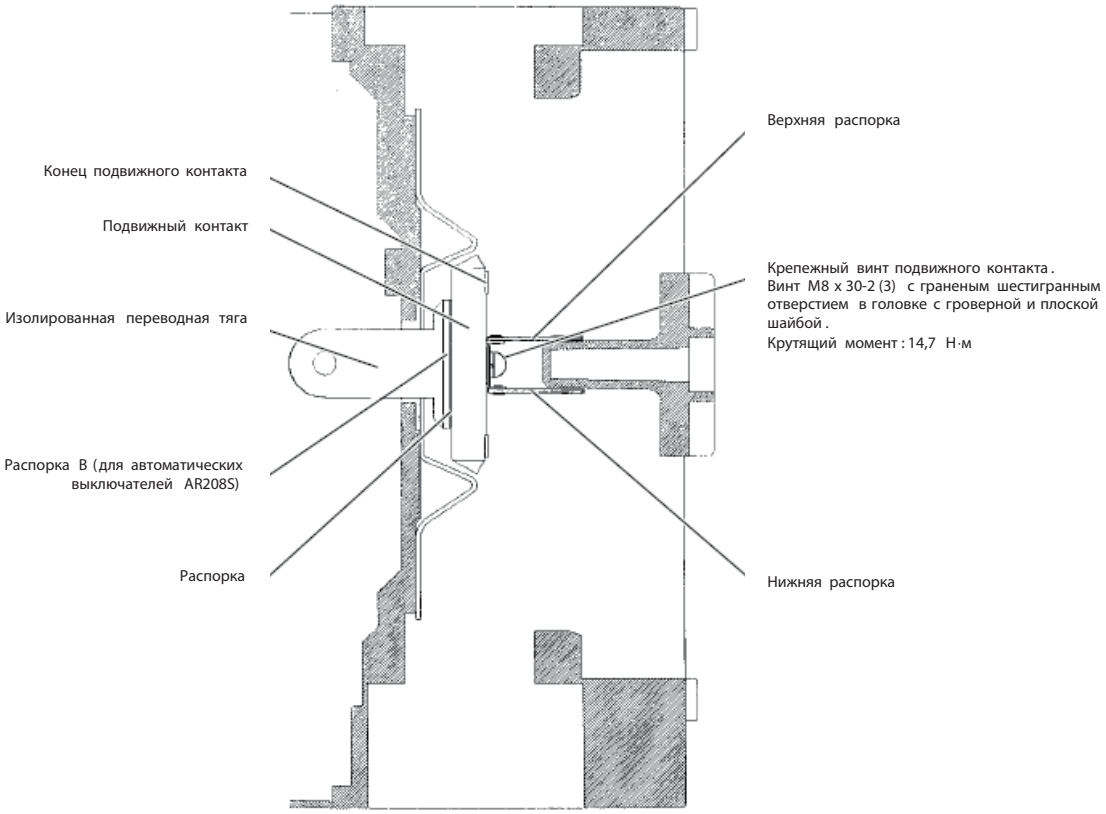

Рис. 69. Подвижный контакт
5) После проведения контроля установите все детали и компоненты на свои места в обратном порядке их извлечения. Однако следующие компоненты, связанные с подвижным контактом устанавливают в следующем порядке: изолированная переводная тяга, изолирующая вставка, распорка, подвижный контакт, верхняя развязка, нижняя развязка, плоская шайба, гроверная шайба и крепежные винты подвижного контакта. См. рис. 69.